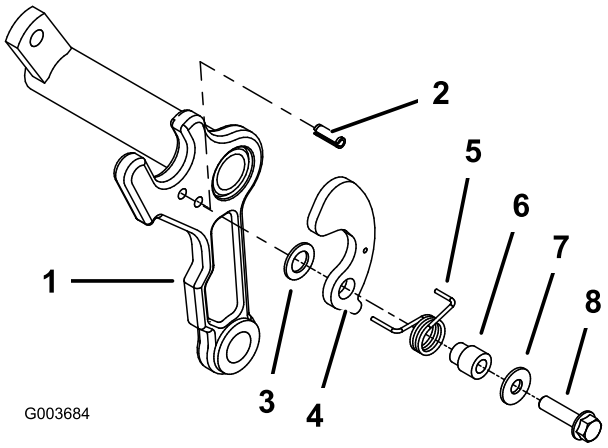

Figure 6
6. Placez une goupille cylindrique dans le trou inférieur du côté approprié du bâti porteur de chaque plateau de coupe (Figure 6).
7. Du côté du bâti porteur où est installée la goupille cylindrique, montez une rondelle en plastique, un support de bac, un ressort de torsion, un collier de bac, une rondelle plate (0,344 x 0,875) et un boulon (5/16 x 1-1/4 po) (Figure 6). Placez le bras le plus long du ressort autour de l'avant du bâti porteur, puis insérez le bras arrière, plus court, du ressort dans le trou du support de bac à herbe.